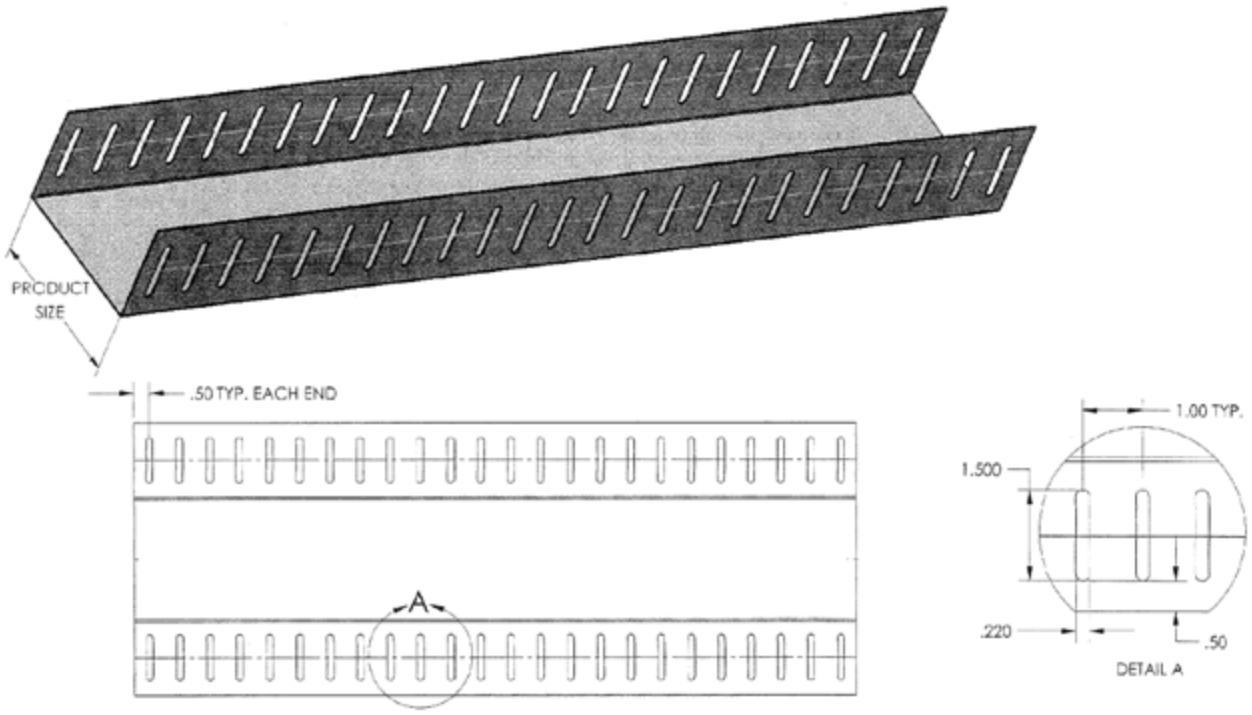
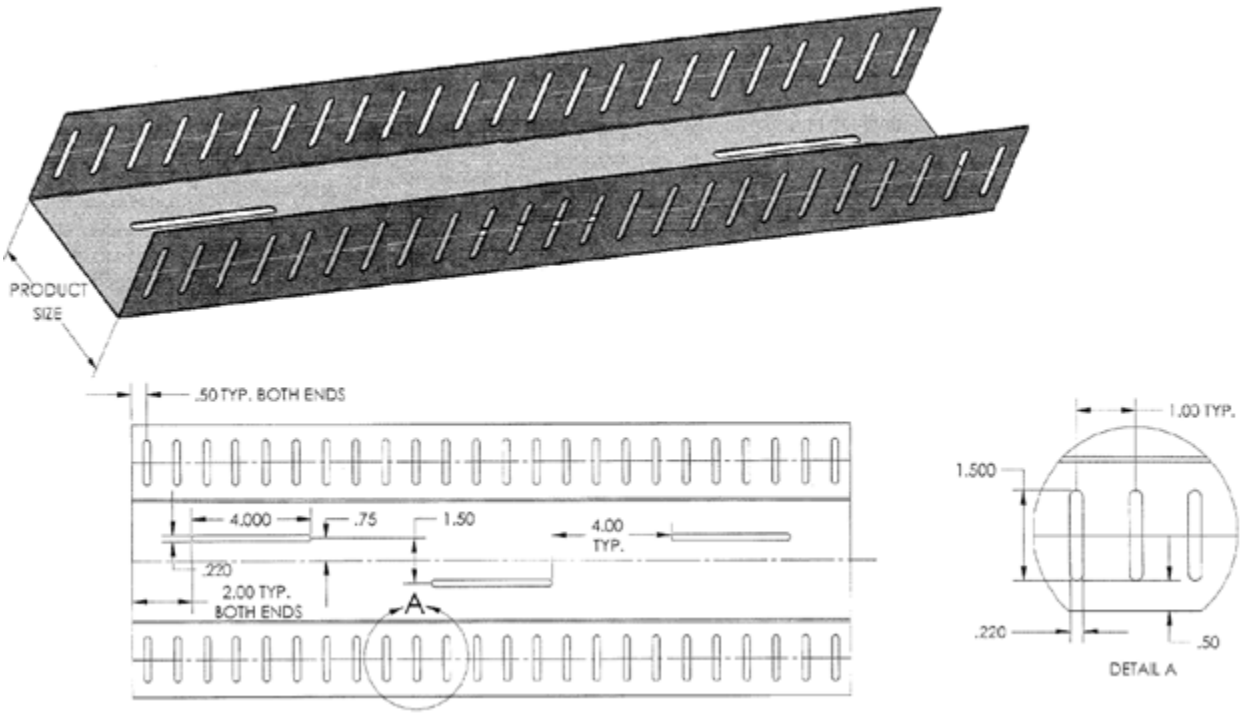

FIGURE 1 – MAXTRAK™ SLOTTED DEFLECTION TRACK (SLT) DETAIL
FIGURE 2 – MAXTRAK™ SLOTTED DEFLECTION & DRIFT TRACK (SLT-H) DETAIL
3.1 *MaxTrak™* SLT and *MaxTrak™* SLT-H deflection tracks are available in steel thicknesses of 33 mil, 43 mil, 54 mil, and 68 mil. Deflection tracks are available in widths of 2-1/2 inch, 3-5/8-inch, 4-inch, 6 inch and 8 inches. See Figure 1 and Figure 2 for track profiles.